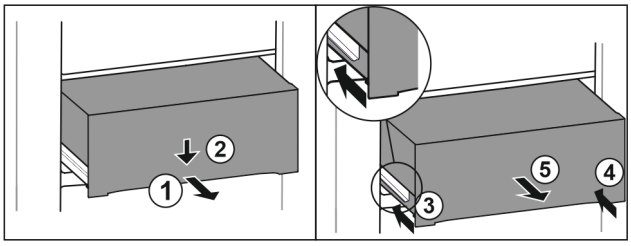

Fig. 133
▶ Pull out drawer half-way. *Fig. 133 (1)*
▶ Push the drawer down at the front. *Fig. 133 (2)*
▶ Push the left rail in by about 2 cm. *Fig. 133 (3)*
▶ Push the right rail in by about 2 cm. *Fig. 133 (4)*
▶ Remove drawer to the front. *Fig. 133 (5)*